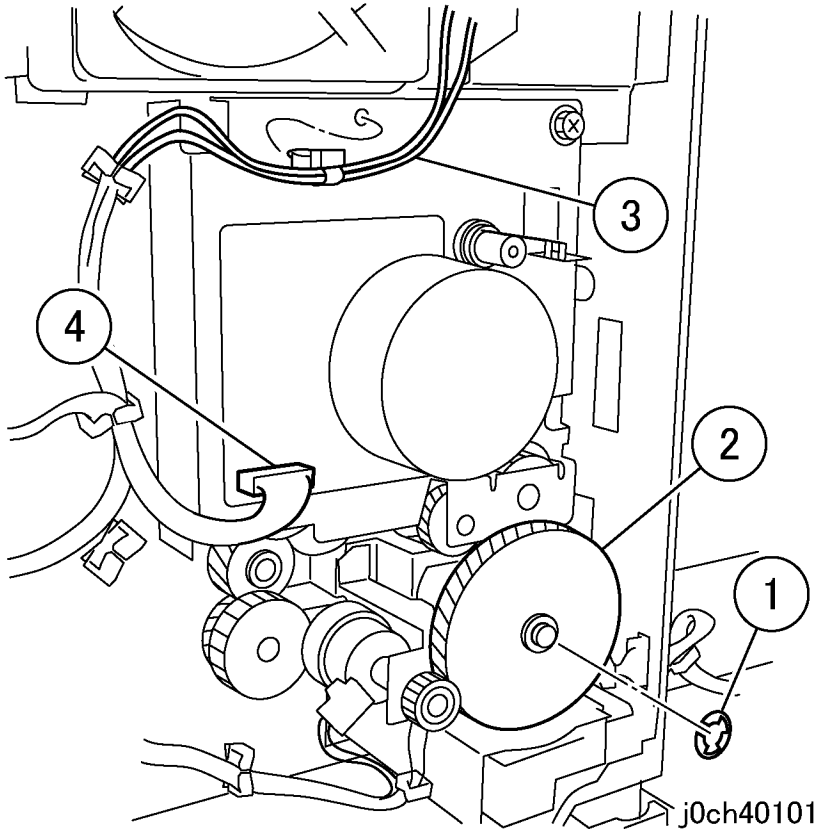

Рисунок 1 Снятие шестерни и отсоединение разъема (j0ch40101)
4. Снимите шестерню и отсоедините разъем (рисунок 1).